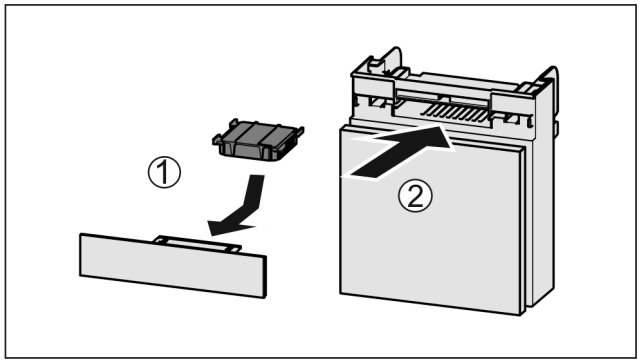

Fig. 162
▶ Insérer le filtre à charbon actif d'après le schéma *Fig. 162 (1)*.
▶ Insérer le compartiment *Fig. 162 (2)*.